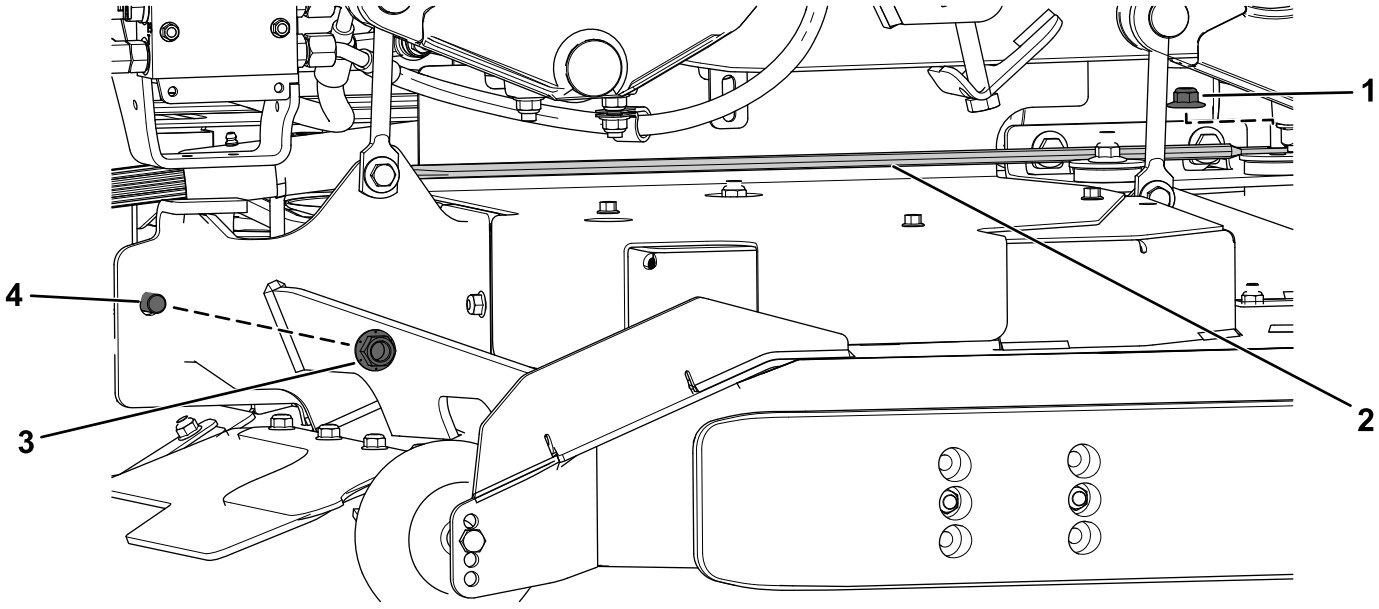
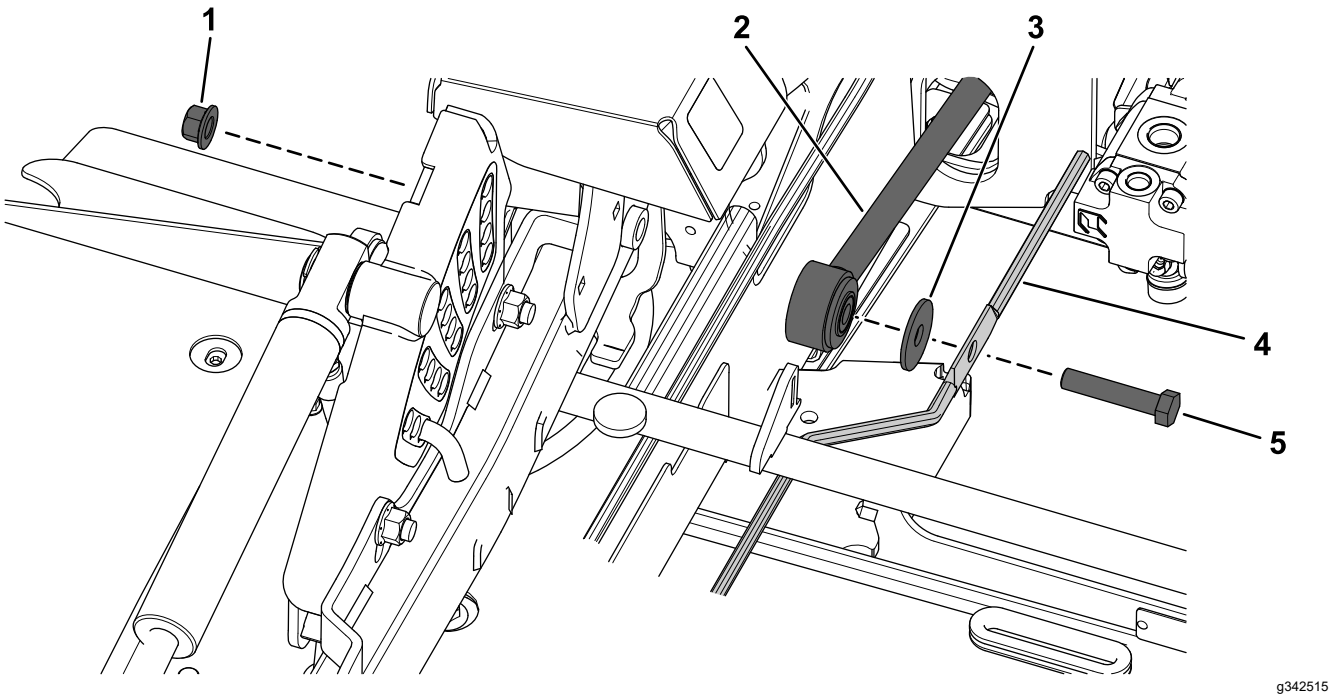

Figuur 18
Figuur 19
6. Bevestig de steunstang rechts onderaan aan de steun van het maaidek en de tandwielkaststeun met de eerder verwijderde flensmoer (⅜"), zeskantbout (½" x 2½"), ring en borgmoer (½") zoals getoond in Figuur 18 en Figuur 19.